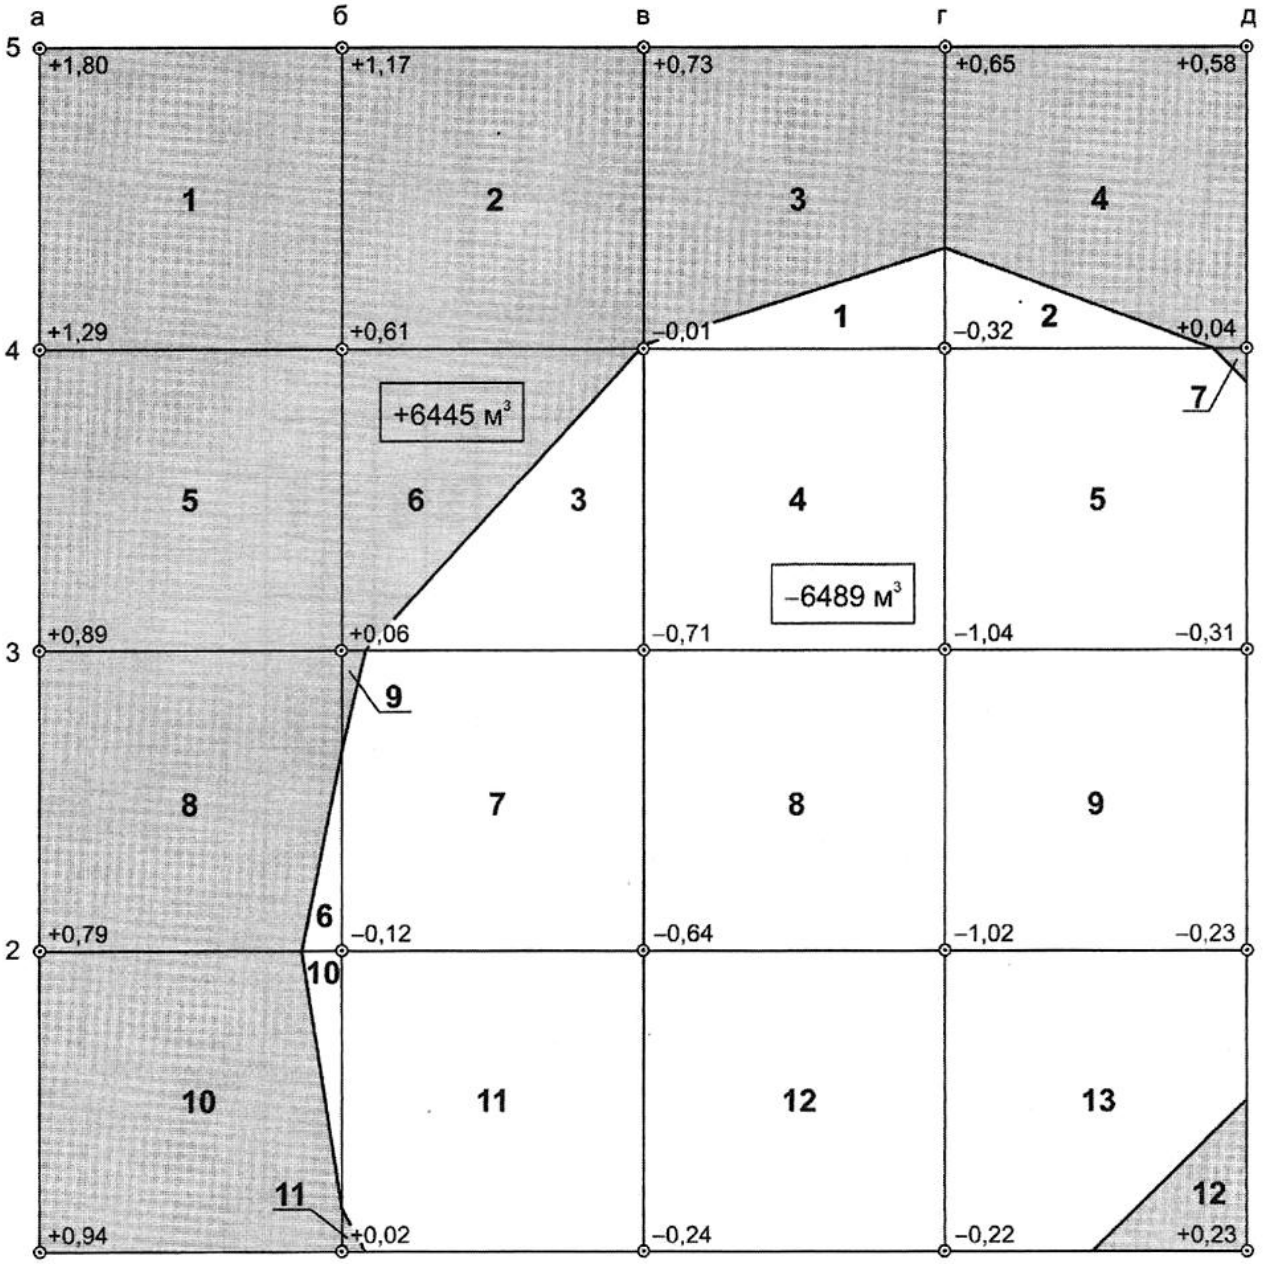

Рисунок 25. Проект вертикальной планировки участка под горизонтальную площадку
13. Строим на плане линию нулевых работ, используя данные табл. 12. Для этого, отложив на стороне квадрата (например, на стороне 16-26) от точки 16 расстояние равное 5,7 м, получаем точку нулевых работ; контроль правильности её нанесения выполняют отложением отрезка 1_2 = 34,3 м от точки 26 в обратном направлении. Аналогичным образом отмечаем положение точек нулевых работ по другим сторонам квадратов. Соединив эти точки прямыми линиями синей тушью, получают *линию нулевых работ* (см. рис. 25), которая делит площадь на участки, требующие выемки (–) и насыпи (+) грунта.
Значения объёмов грунта по насыпи и выемке выписывают на картограмме земляных работ (см. рис. 25). Для наглядности площадь выемки окрашивают жёлтым цветом, насыпи – красным цветом.